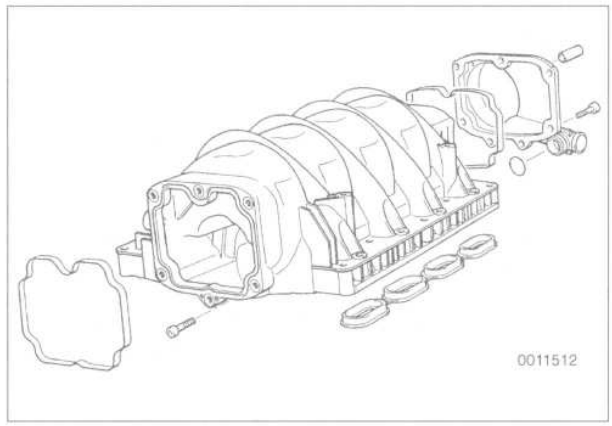

Fig. 43. Crankcase ventilation pressure regulating valve cover at rear of intake manifold (**arrow**).
- Remove cover from rear of intake manifold. See Fig. 43.